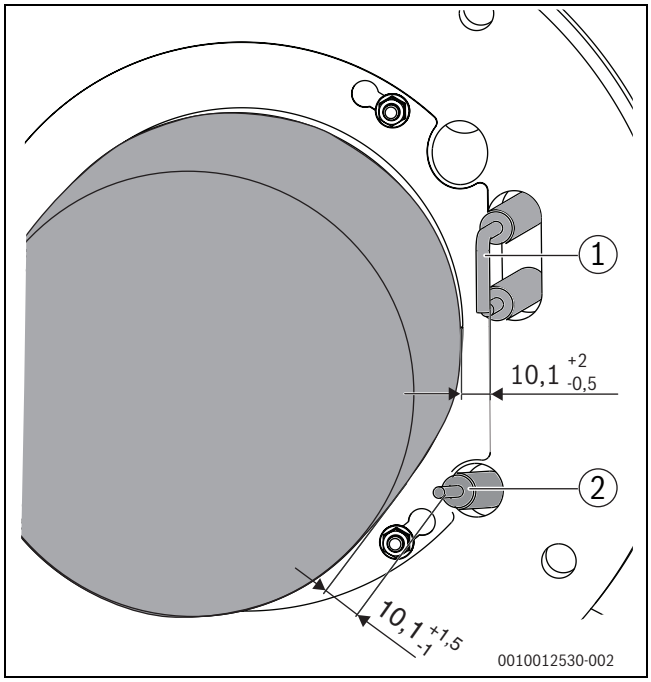

Bild 60 Elektrodenposition (Maße in mm)
- Abstände der Elektroden messen und mit den Vorgaben in Bild 60 vergleichen.